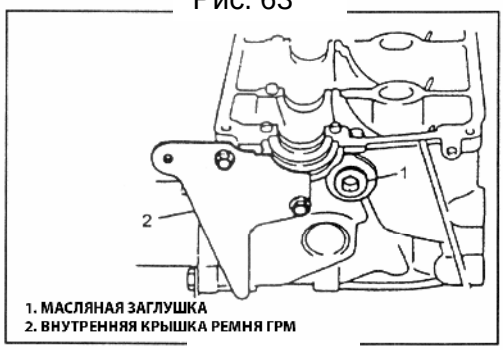

Рис. 64
8) Снимите масляную заглушку вала рокеров и внутреннюю крышку ремня ГРМ (Рис. 64).